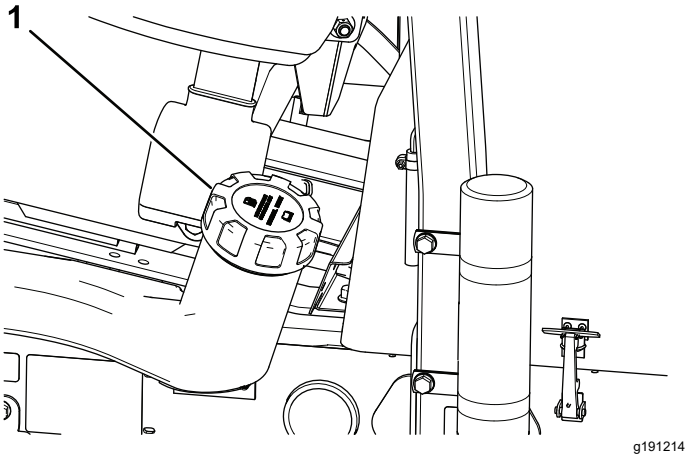

Figuur 31
2. Maak de omgeving van de dop van de brandstoftank schoon (Figuur 31).